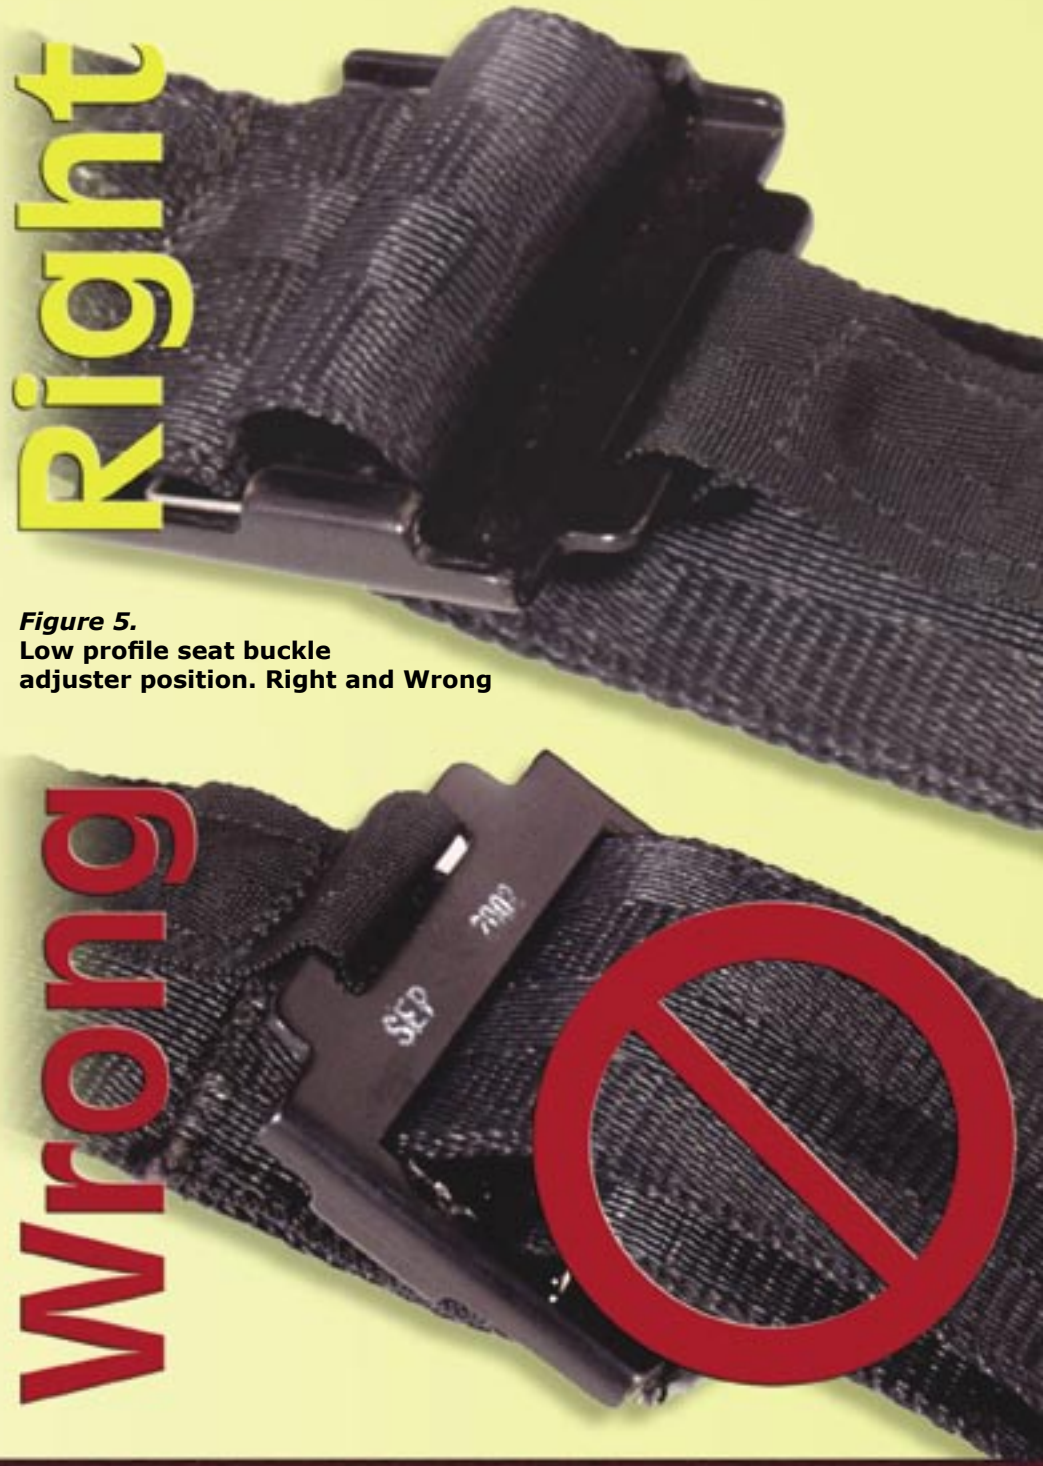

Figure 5.
■ **Adjustment buckles**. A word of caution about lap belt adjusters. Some seats have a new lower profile adjuster which can get flipped over as seen in the photographs (Figure 5). In some seats, it can be trapped in this position between your thigh and the seat. The adjuster will still appear to work correctly when you buckle up, but it will slip when under load. In an accident, this would mean that you would not be adequately restrained, increasing your risk of injury.